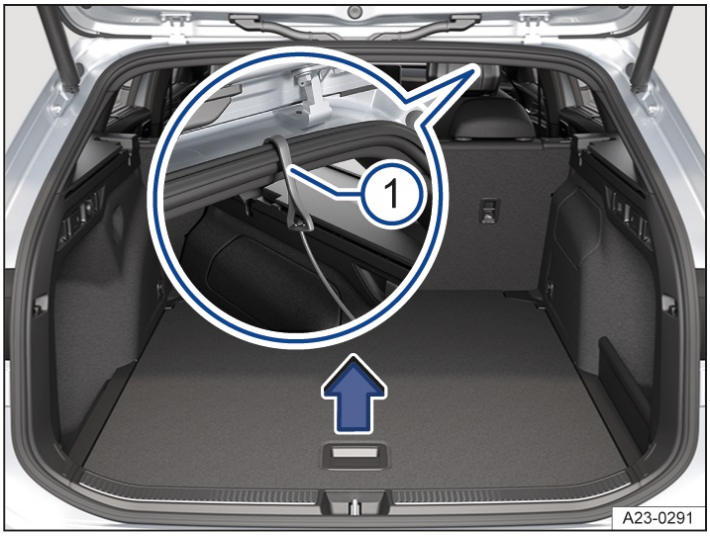

Fig. 1 In the luggage compartment: opening the luggage compartment floor.
1. Grasp the recessed grip in the luggage compartment floor and lift up the rear part of the luggage compartment floor in the direction of the arrow → *fig. 1*.
2. Lock the luggage compartment floor in the folded-up position with the hook on the roof edge → *fig. 1* (1).